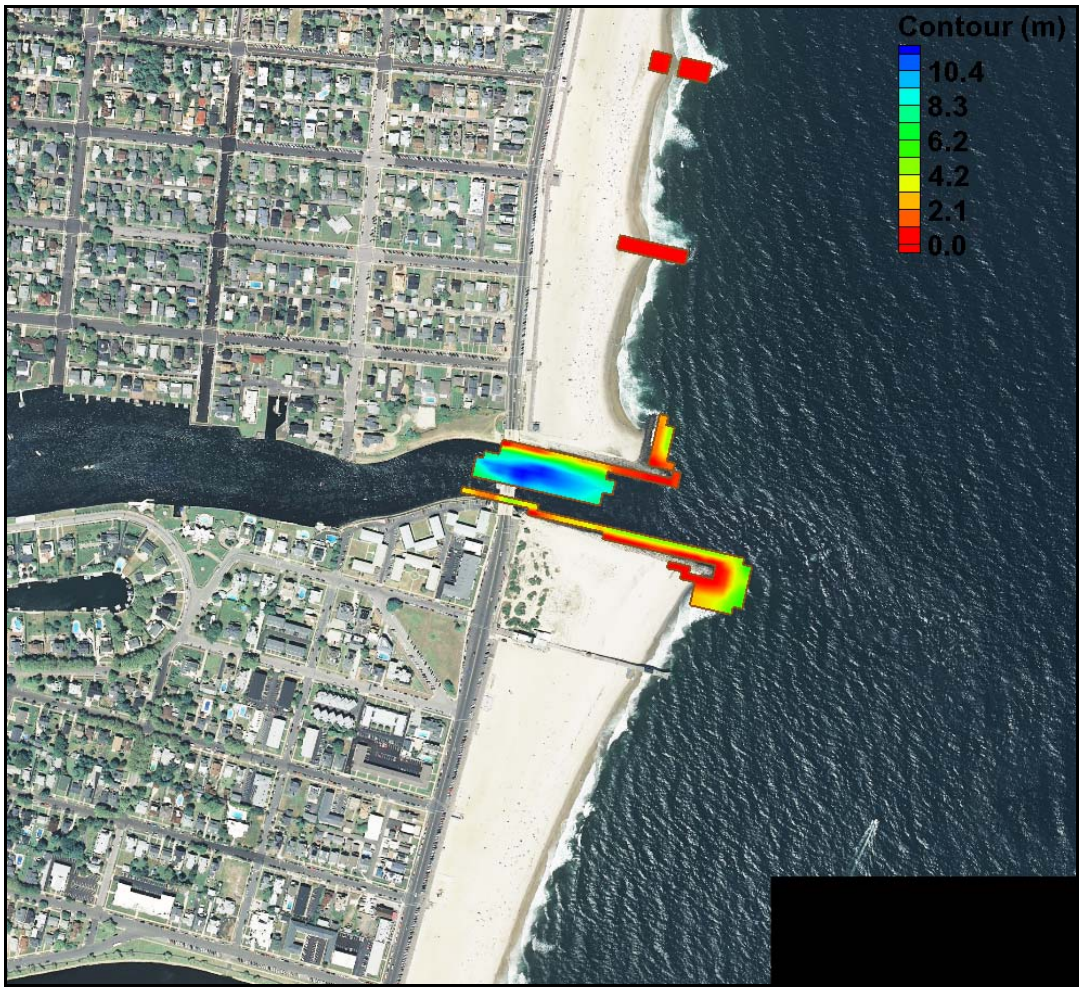

Figure 14. Hardbottom contours after modifying the channel entrance channel and local groin cells.
2. Figure 14 shows what the hardbottom contours should look like after modifying them, Note that groins can also be changed to ocean cells but have modified hardbottom values (so that they cannot erode, but can receive accumulated sand),